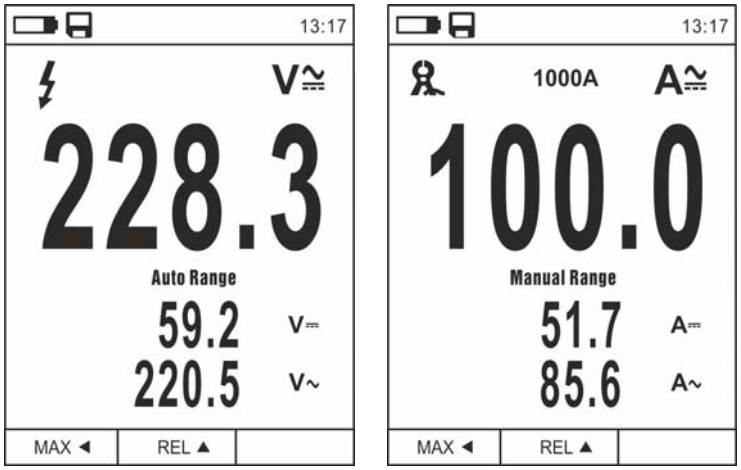

Fig. 6: Descrizione misura tensione e corrente AC+DC
2. Premere il tasto **MODE** selezionando le modalità "V≅", " A≅", "mA≅" o "µA≅" (vedere Fig. 6)